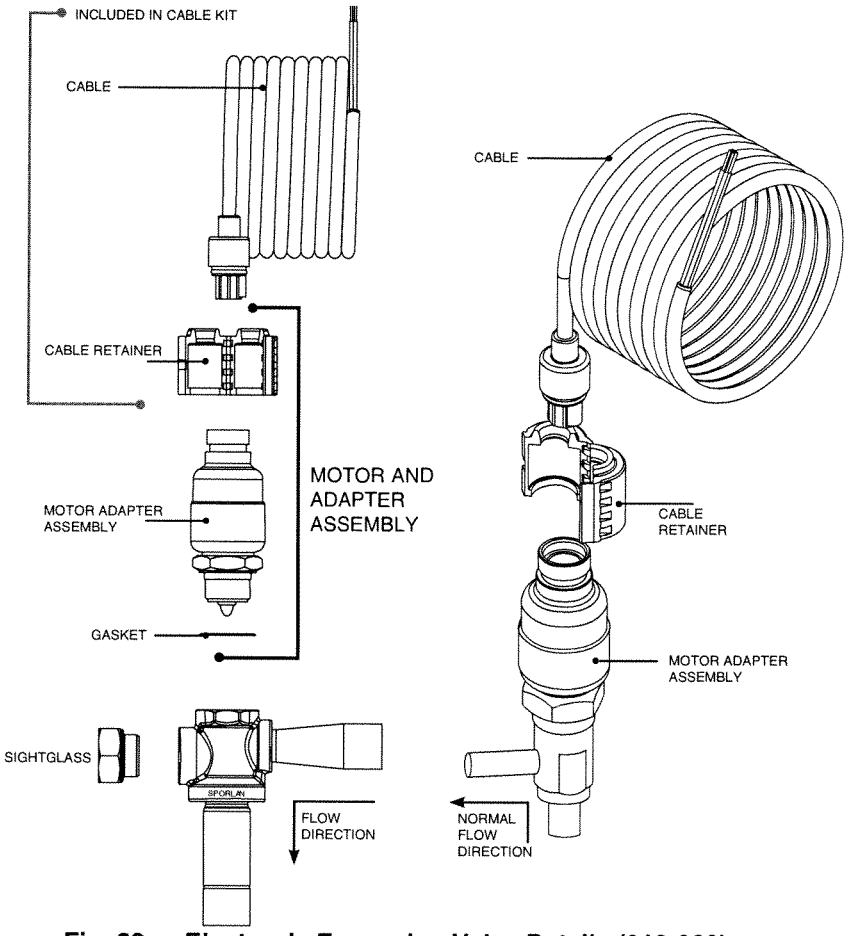

Fig. 32 — Electronic Expansion Valve Details (010-060)
2. Disconnect the EXV cable from the EXV. For sizes 010-060, refer to Fig. 32 and remove the EXV retainer clip, taking care not to damage the clip as it will be required for installation later.
3. Refer to Fig. 32 and remove the EXV retainer clip, taking care not to damage the clip as it will be required for installation later.
8. After the motor is tightened, the cable should be replaced on the valve. Care should be taken to ensure engagement of the alignment key. Install the EXV cable retainer clip (see Fig. 32).